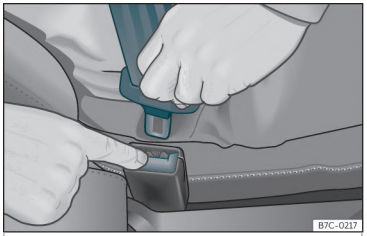

Fig. 10 Eliberați catarama centurii de siguranță.
- Apăsați butonul roșu de pe cataramă ››› **fig. 10**. Limba centurii va fi eliberată din cataramă.